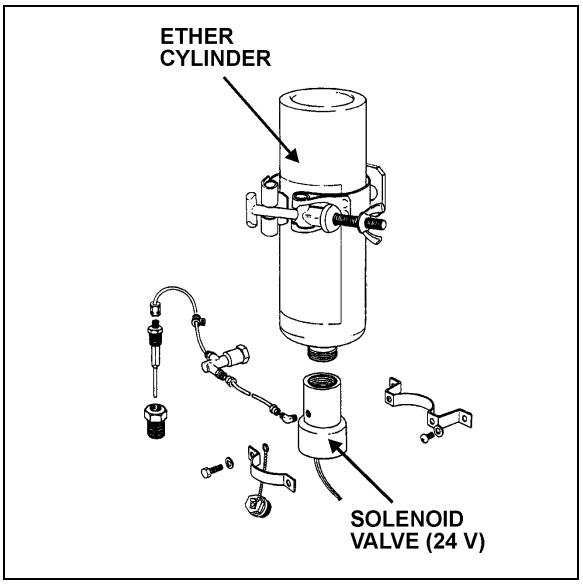

FIGURE 17: COLD STARTING AID 23048
1. Check cylinder for hand tightness and fuel supply (Fig. 17). Empty cylinder weight is approximately 17 oz (480 g); full cylinder weight is approximately 35 oz (990 g). If cylinder is empty, replace it. Before replacing cylinder, install new valve gasket in solenoid valve.